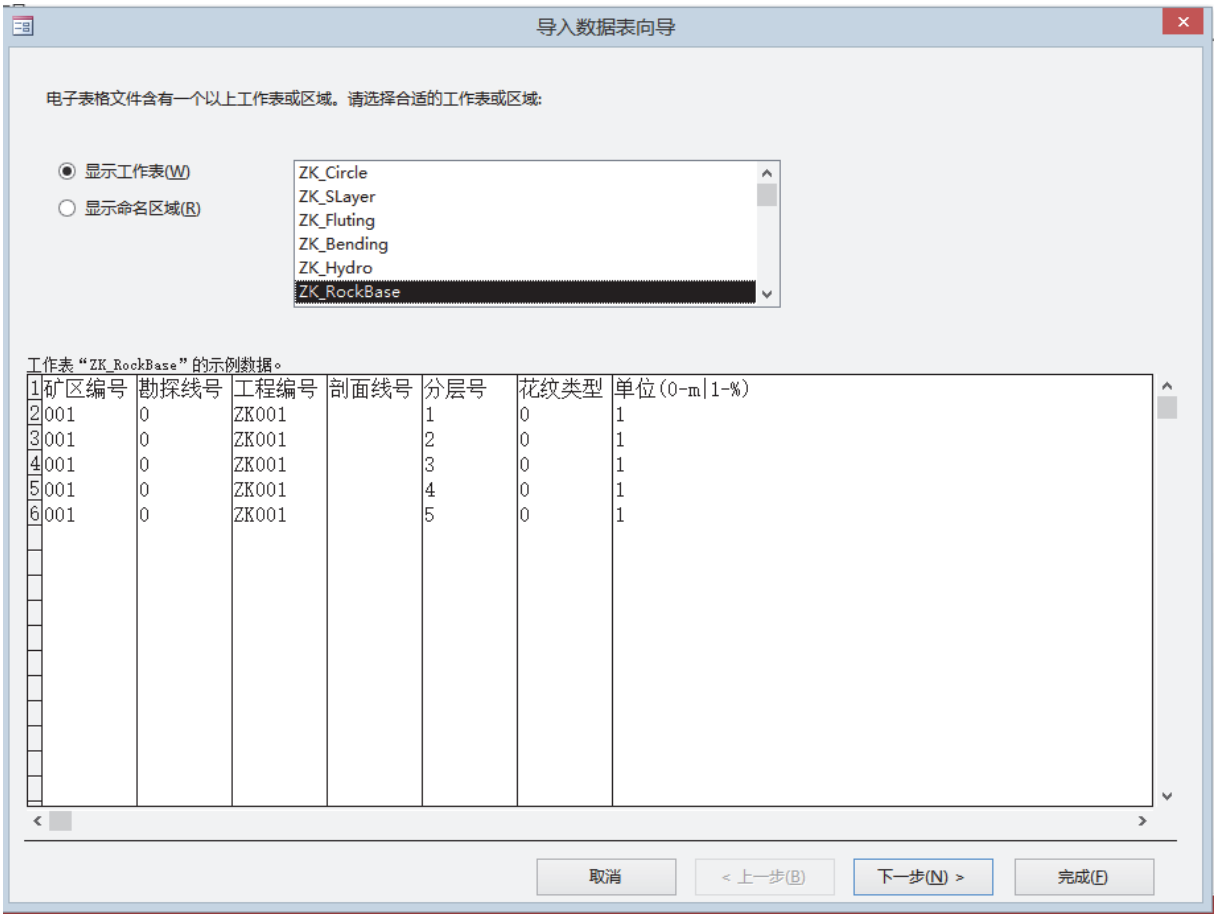

图 A-5
3. 在弹出的“导入数据表向导”对话框中选择“显示工作表”，在中部的列表框中选择“ZK_RockBase”，然后点击“下一步”（见图 A-5）；